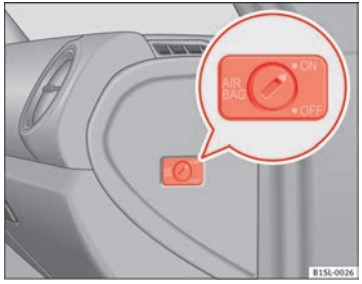

Fig. 49 On front passenger side: key switch for disabling and enabling the front passenger front airbag
- Using the vehicle key, turn the key switch to **OFF** ⇒ Fig. 49.
- Using the vehicle key, turn the key switch to **ON** ⇒ Fig. 49.